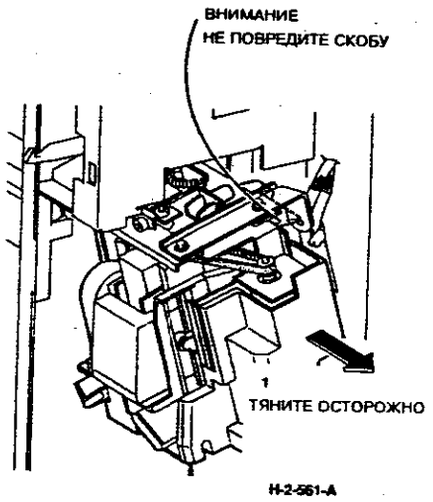

**Рисунок 1. Положение технического обслуживания модуля степлера**
3. (Рисунок 1) Осторожно передвиньте модуль степлера с заднего конца направляющей в положение технического обслуживания.